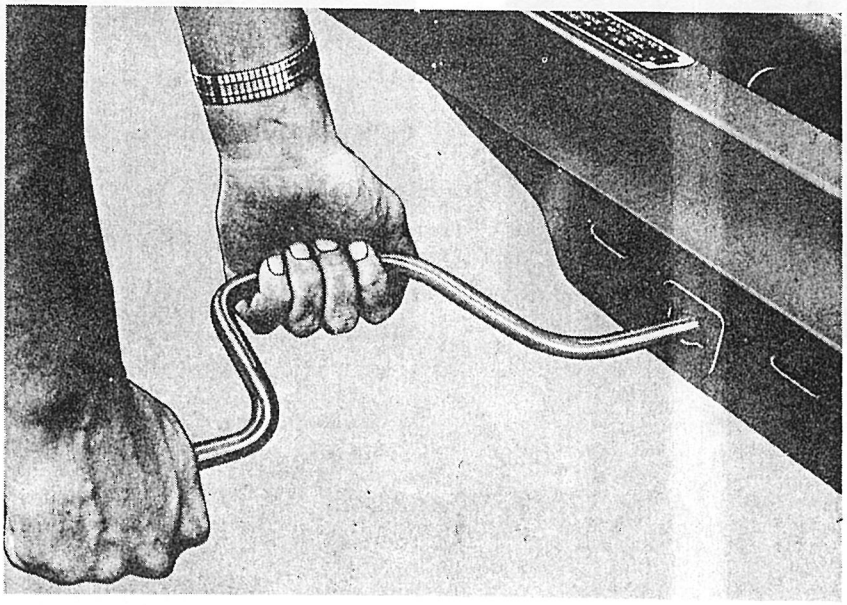

Afb. 2.3.1. Aanslingeren van de motor
f. Plaats de aanzetslinger in de klauw op de snaarschijf van de krukas en draai de motor rechtsom totdat deze aanslaat (zie afb. 2.3.1.).